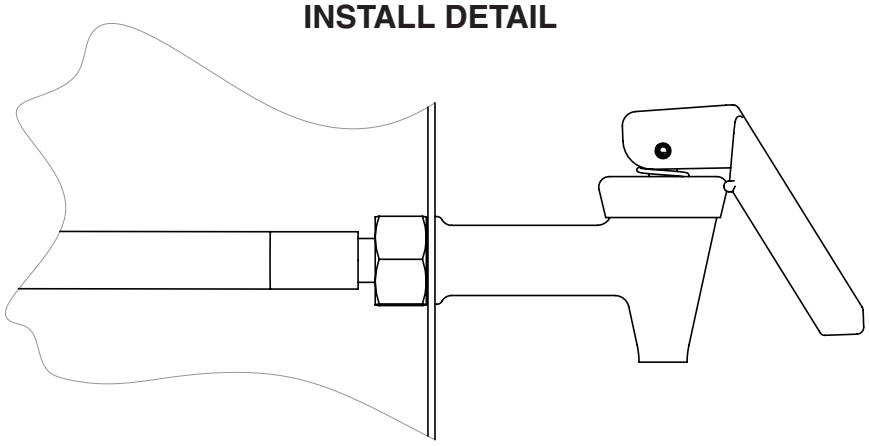

Fig. 1
4. Place the faucet assembly into hood and secure with nut. (See Fig. 1)
4. Place the faucet assembly into trunk and secure with nut. (See Fig. 1)